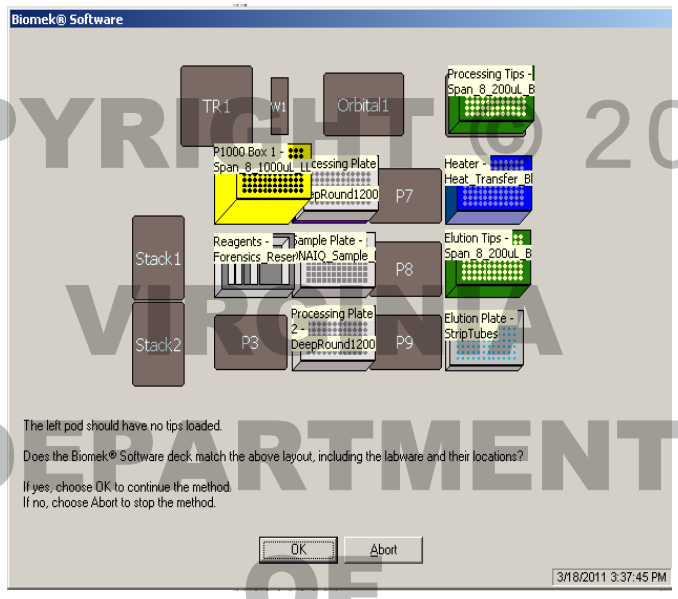

Figure 13. Deck layout for the DNA IQ™ extraction method.
2.6.3.12 A prompt showing the deck layout will appear as shown in Figure 13.